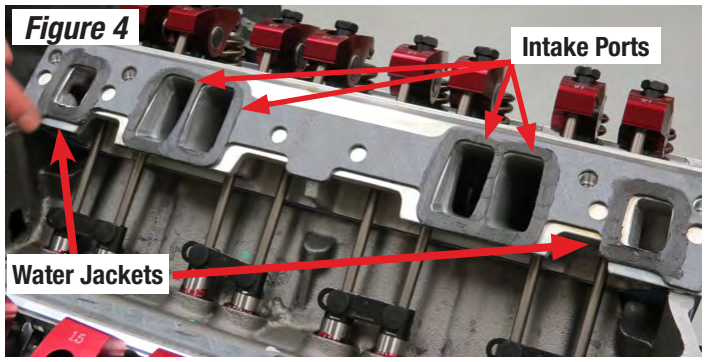

Figure 4
11. Using finger, apply a thin layer of gasket maker around the intake ports and a slightly thicker layer around the water jackets (Figure 4). Do this for both intake manifold gaskets.